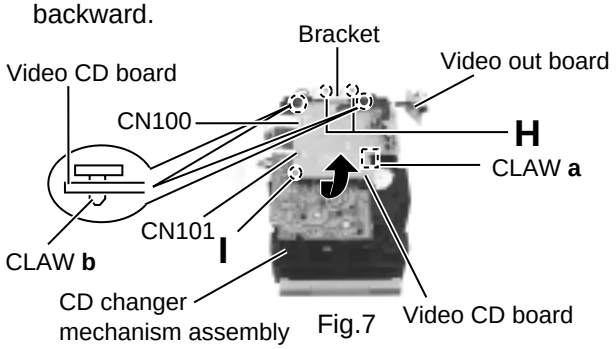

Fig.7
■Removing the video CD board (See Fig.7)